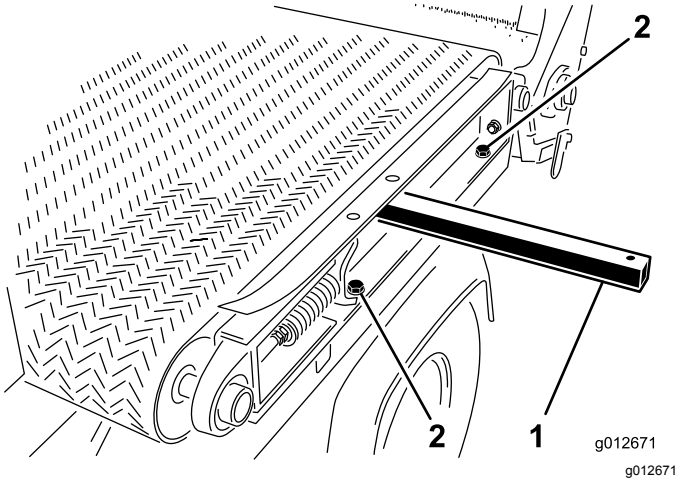

Figur 30
1. På venstre side af maskinen skal du montere gliderens stelvange på venstre skærm (Figur 30) med de 2 maskinskruer og 2 spændeskiver, som du fjernede i Afmontering af glideladet (side 24), og derefter stramme maskinskruerne.